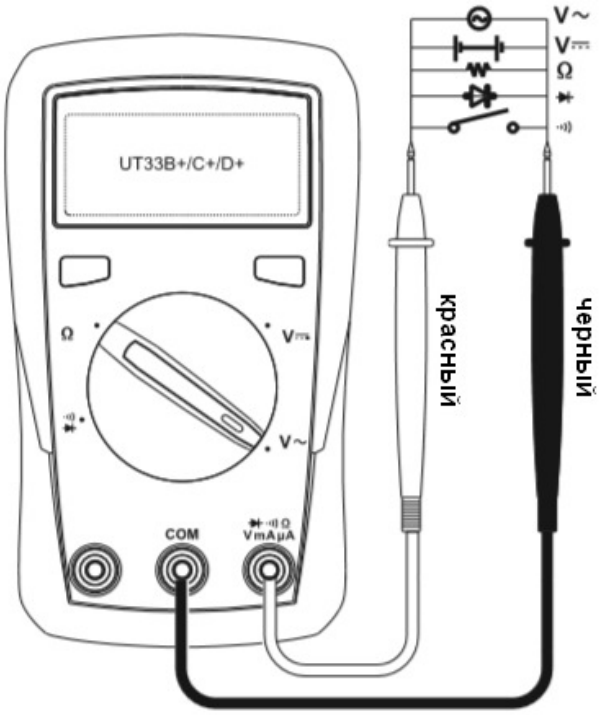

Рисунок 2
8.1. Измерение переменного и постоянного напряжения *(см. рисунок 2)*
8.2. Измерение сопротивления *(см. рисунок 2)*
8.3. Прозвонка электрических цепей *(см. рисунок 2)*
8.4. Проверка диодов *(см. рисунок 2)*